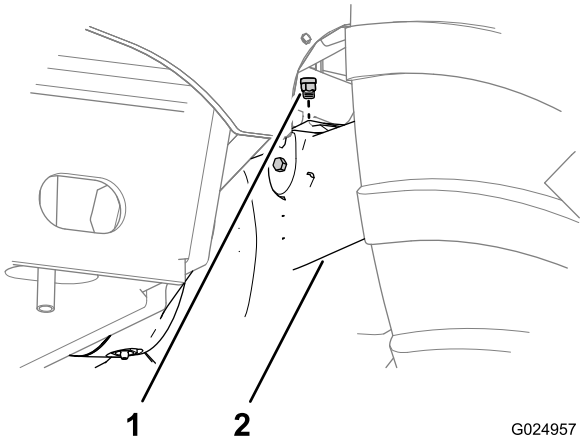
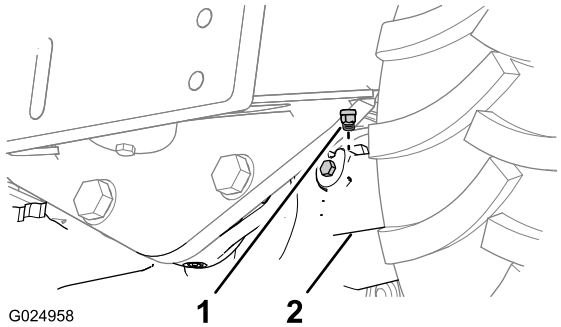

Figure 91
Figure 92
1. Nettoyez la surface autour des reniflards avec un solvant de nettoyage (Figure 91 et Figure 92).
2. Déposez les reniflards des ponts avant et arrière (Figure 91 et Figure 92).
5. Reposez les reniflards des ponts avant et arrière (Figure 91 et Figure 92).